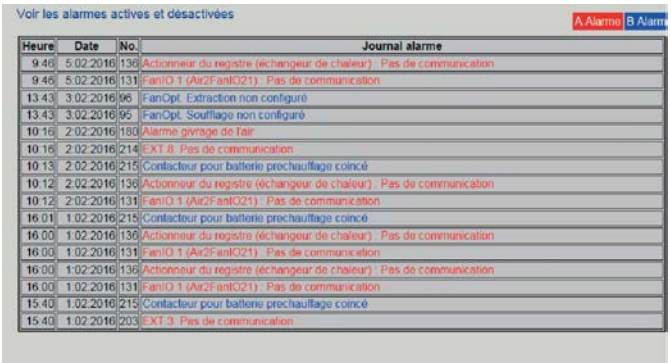

Fig. 66: Liste des alarmes
⇨ L'écran *« Journal des alarmes »* (Voir la Fig. 66) s'affiche.
4. ▸ La liste des alarmes (Voir la Fig. 66) contient les 16 dernières alarmes, avec la date et l'heure ainsi que le numéro d'alarme.